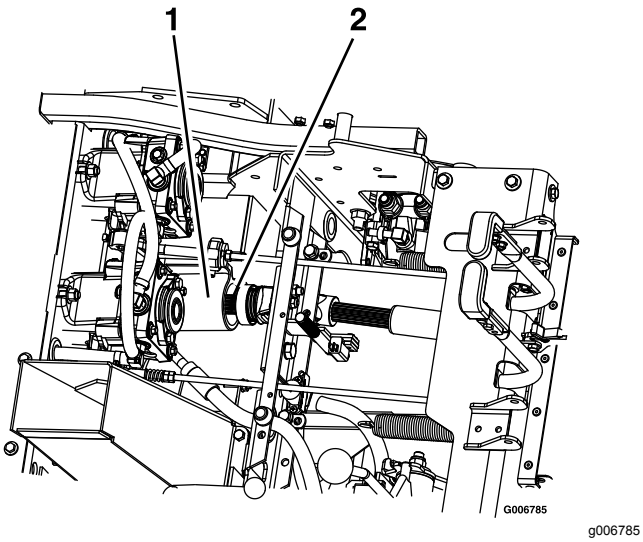

**Figuur 81**
9. Ontgrendel de stoel en koppel de aandrijfas los met de snelkoppeling bij de omloopas (Figuur 81). Zie Bestuurdersstoel ontgrendelen (bladz. 19).
5. Monteer de aandrijfas op de omloopas (Figuur 81).